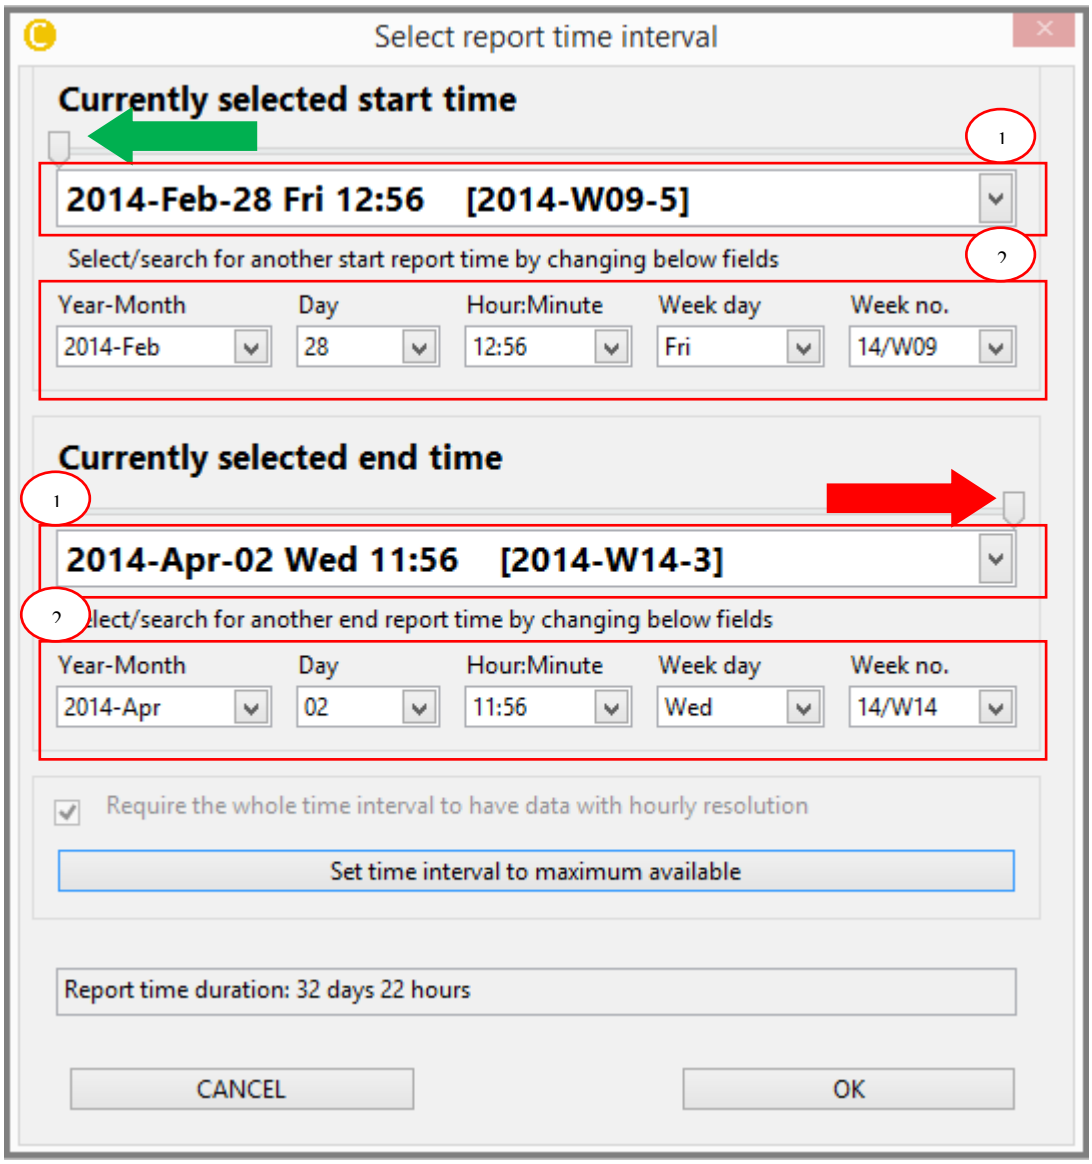

Figure 4-12: Plot TAB-Select report time interval
This button allows you to **choose the duration of the measurement** to be displayed in the plot. All encircled numbers are shown in Figure 4-12.
- By pushing "Select Time Interval" button a pop dialog open as shown in the Figure 4-12.
For example, the start time from Figure 4-12 is illustrated in the Table 4-5: